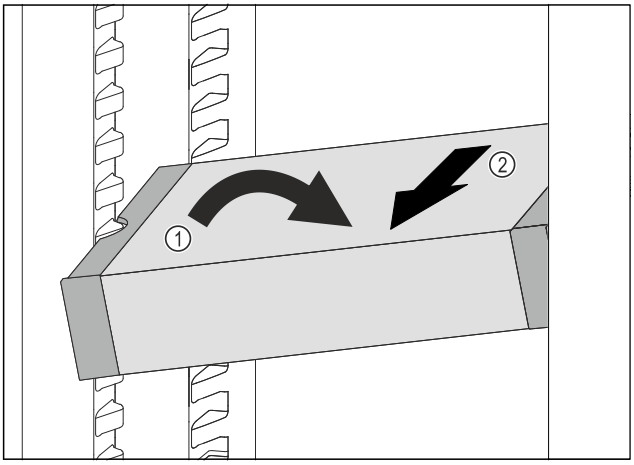

Fig. 149
▶ Incliner le VarioSafe dans la partie réfrigérateur. *Fig. 149 (1)*
▶ Sortir le tiroir VarioSafe par l'avant. *Fig. 149 (2)*